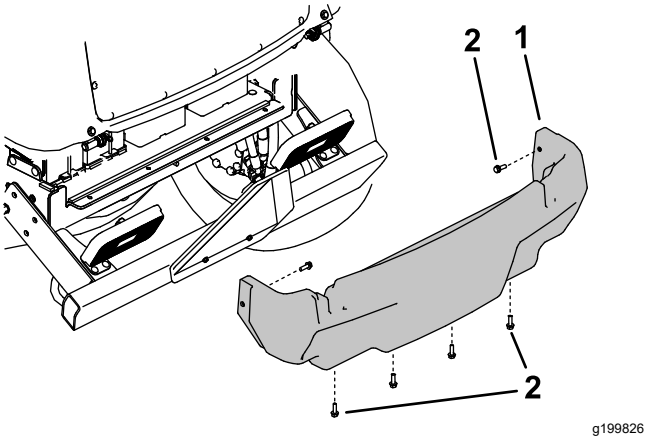

Figur 114
5. Ta bort de sex flänsskruvarna som fäster det bakre höljet på ramen och ta bort det bakre höljet (Figur 114).
4. Montera det bakre höljet (Figur 114).